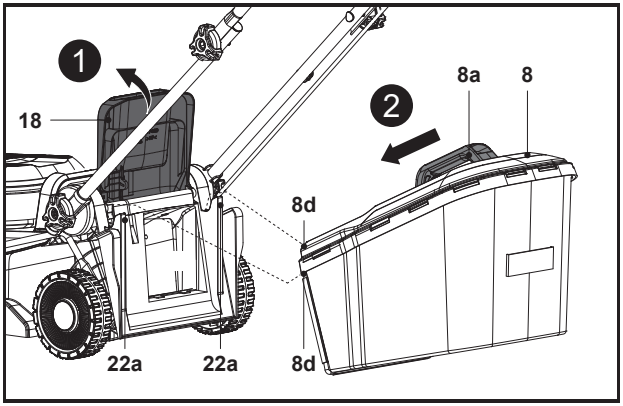

Fig. 7
4. Abra o resguardo do defletor traseiro (18) e fixe-o na posição (Fig. 7, passo 1).
5. Transporte o recipiente de recolha de relva (8) pela pega (8a).
6. Alinhe os dois ganchos do recipiente de recolha de relva (8d) com as ranhuras (22a) e pendure o recipiente de recolha de relva (8) nas mesmas (Fig. 7, passo 2).
7. Depois, solte cuidadosamente o resguardo do defletor traseiro (18).